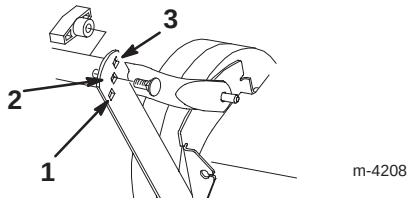

Abbildung 15
Die Griffstange hat drei Höhenpositionen: hoch, mittel und niedrig (Abb. 15). Stellen Sie die Griffstange so ein, wie es für Sie am bequemsten ist.
1. Die Schrauben und Knöpfe vom unteren Griffstangenteil und den Haltebügeln entfernen (Abb. 15).
2. Die Griffstange mit zwei Schrauben, die von außen angebracht werden, und mit zwei Knöpfen am Haltebügel befestigen. Dabei die Löcher an den Haltebügeln nehmen, die der Größe der Bedienungsperson am besten entsprechen (Abb. 15).